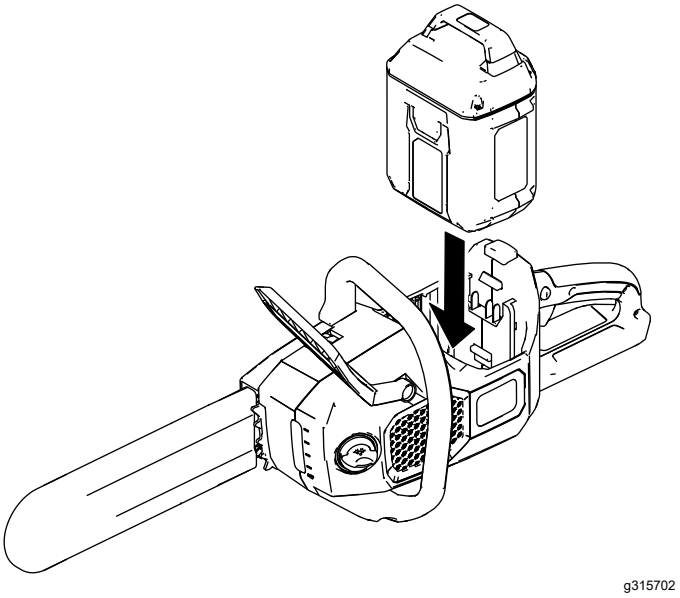

Figura 8
3. Alinee la lengüeta de la batería con el hueco correspondiente de la motosierra (Figura 8).